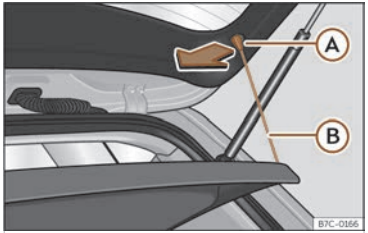

Fig. 183 In the luggage compartment: removing and installing the shelf.
- Detach the cord loops ››› **Fig. 183** Ⓑ from their hooks Ⓐ.
- Attach the securing straps ››› **Fig. 183** Ⓑ onto the rear lid.